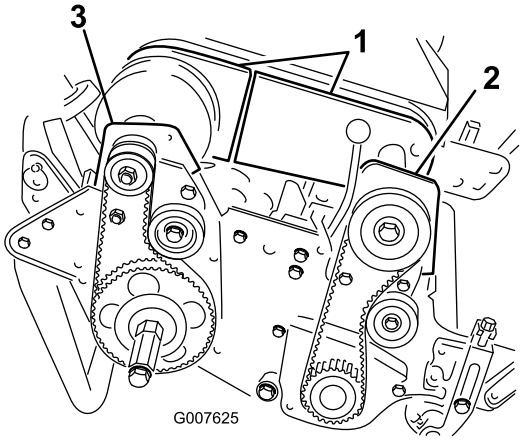

Figur 41
4. Afmonter boltene, som fastgør differentialeskærmens forreste og bageste del på differentialehuset, og skub skærmdelene væk for at frilægge remmen (Figur 41).
6. Afmonter de to bolte og låsemøtrikker, som fastgør det forreste koblingshus på sidepladen (Figur 41).
8. Afmonter de to bolte og låsemøtrikker, som fastgør det højre baglejehus til sidepladen (Figur 41).